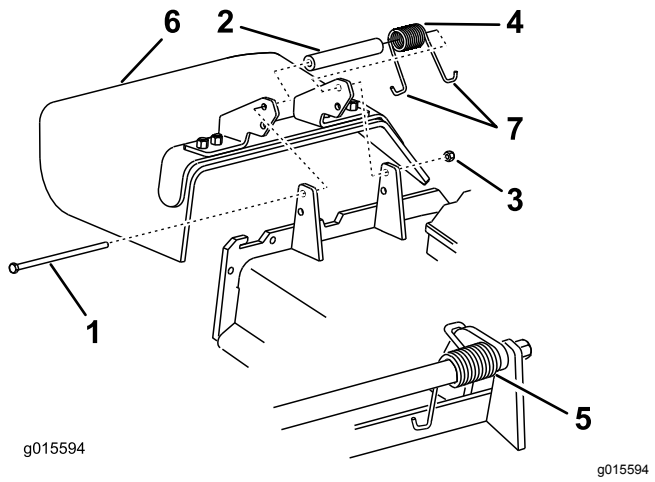

Figur 89
1. Fjern låsemutteren, bolten, fjæren og avstandsstykket som holder avlederen festet til svingbrakettene (Figur 89).
2. Fjern den skadde eller slitte gressavlederen (Figur 89).
Merk: Påse at én **J**-krokende av fjæren er montert bak kanten på klippeenheten før du monterer bolten som vist i Figur 89.
6. Plasser én **J**-krokende av fjæren rundt gressavlederen (Figur 89).